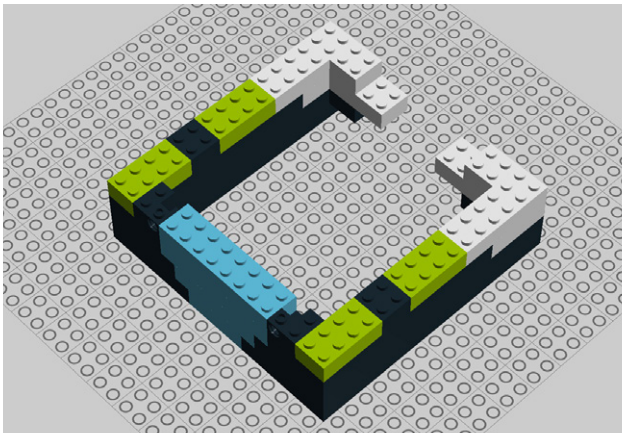

Figure 9-23. *Step 18: Placing four 2x4 bricks*
18. Next, add four 2x4 bricks (Figure 9-23).